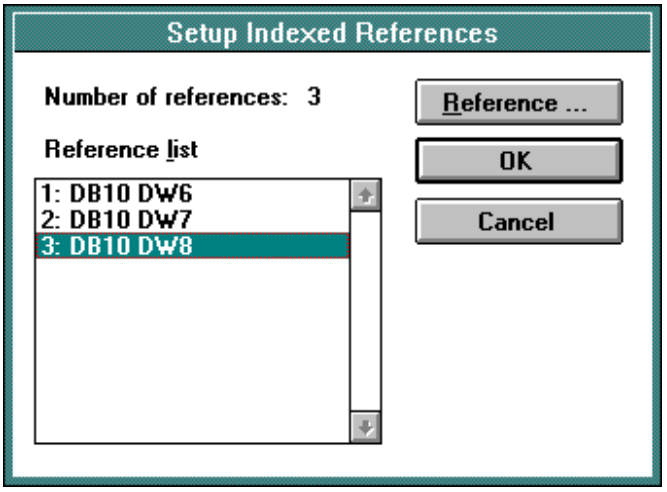

Figure 4
- When creating the *time indexed field*, the value of 1 should be referenced to DB10 DW6. Likewise, the value of 2 should be referenced to DB10 DW7, and the value of 3 should be referenced to DB10 DW8. A configured dialog box is shown in Figure 4.